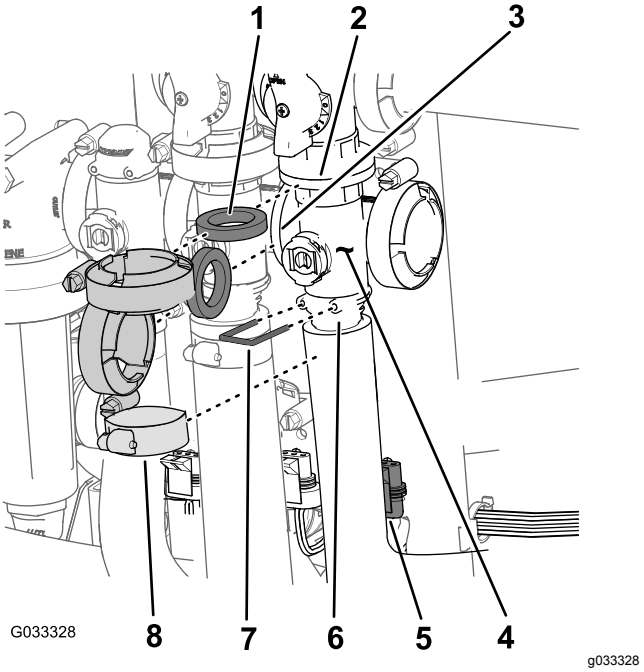

Figur 66
1. Fjern klemmene og pakningene som fester manifolden for hovedseksjonsventilen (Figur 66) til hovedseksjonsomløpsventilen, risteventilen og hovedseksjonsmanifoldventilen (på enden av slangen for strømningsmåleren).
2. Fjern holderen som fester utgangsnippelen til manifolden for hovedseksjonsventilen (Figur 66).